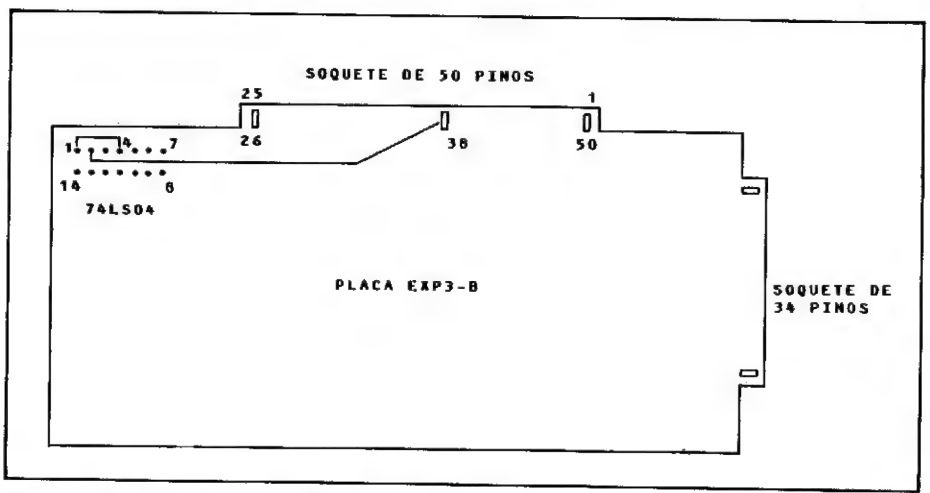

Figura 4 – Placa da interface EXP3-B vista por baixo
- Figura 4 – placa da interface EXP3-B vista por baixo (lado da solda);
Observando a figura 4, identifique o integrado 74LS04 e, pelo lado da solda, faça as seguintes ligações: